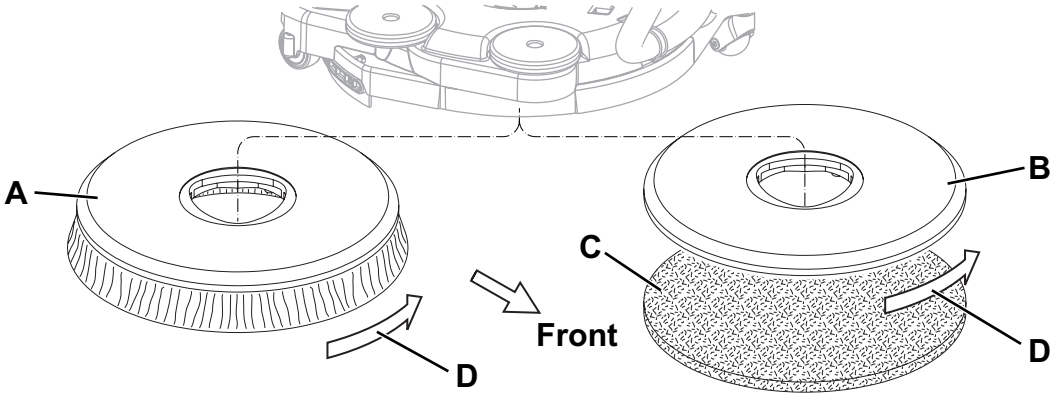

**Figure 1**
*Selon le type de sol à nettoyer, il est possible d'installer la brosse (A, Fig. 1) ou le plateau support disque (B et C).*
2. Tourner la manette (31) du sélecteur de fonctions sur le programme (32).
3. Appuyer sur le bouton-poussoir de validation (38) et sur les leviers de rotation brosse (39) en même temps pendant quelques secondes, pour permettre l'accrochage de la brosse / plateau support disque.